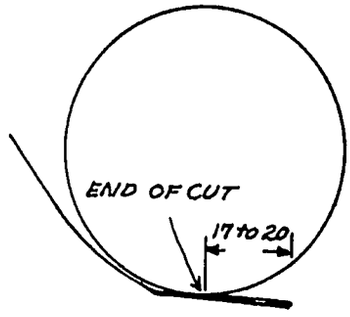

FIGURE 5 FORMING A DOUBLE BOTTOM
3. Fold the cut-out section back 17 to 20 cm (6 3/4" to 7 7/8") from the end of the cut, depending on the width of the blade, to form a double bottom. See Figure 5.